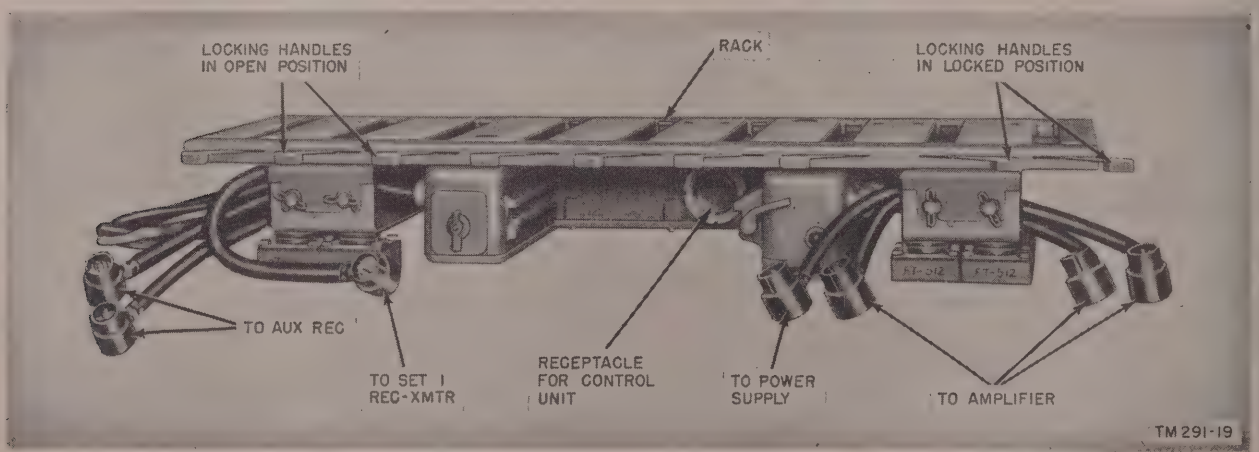

Figure 7. Mounting MT–297/GR, top view.
a. Mounting MT–297/GR (fig. 7) serves as a support for major units of the radio sets and as a junction box for interconnecting various units. Figures 1 and 18 demonstrate the dual function of the mounting.
b. At either end of the mounting are two shock-mounted supports which normally are bolted to a vehicular mounting surface. A hinged mounting table is secured to these supports and a junction box is suspended from the under surface of the table near the center of the unit (fig. 7).